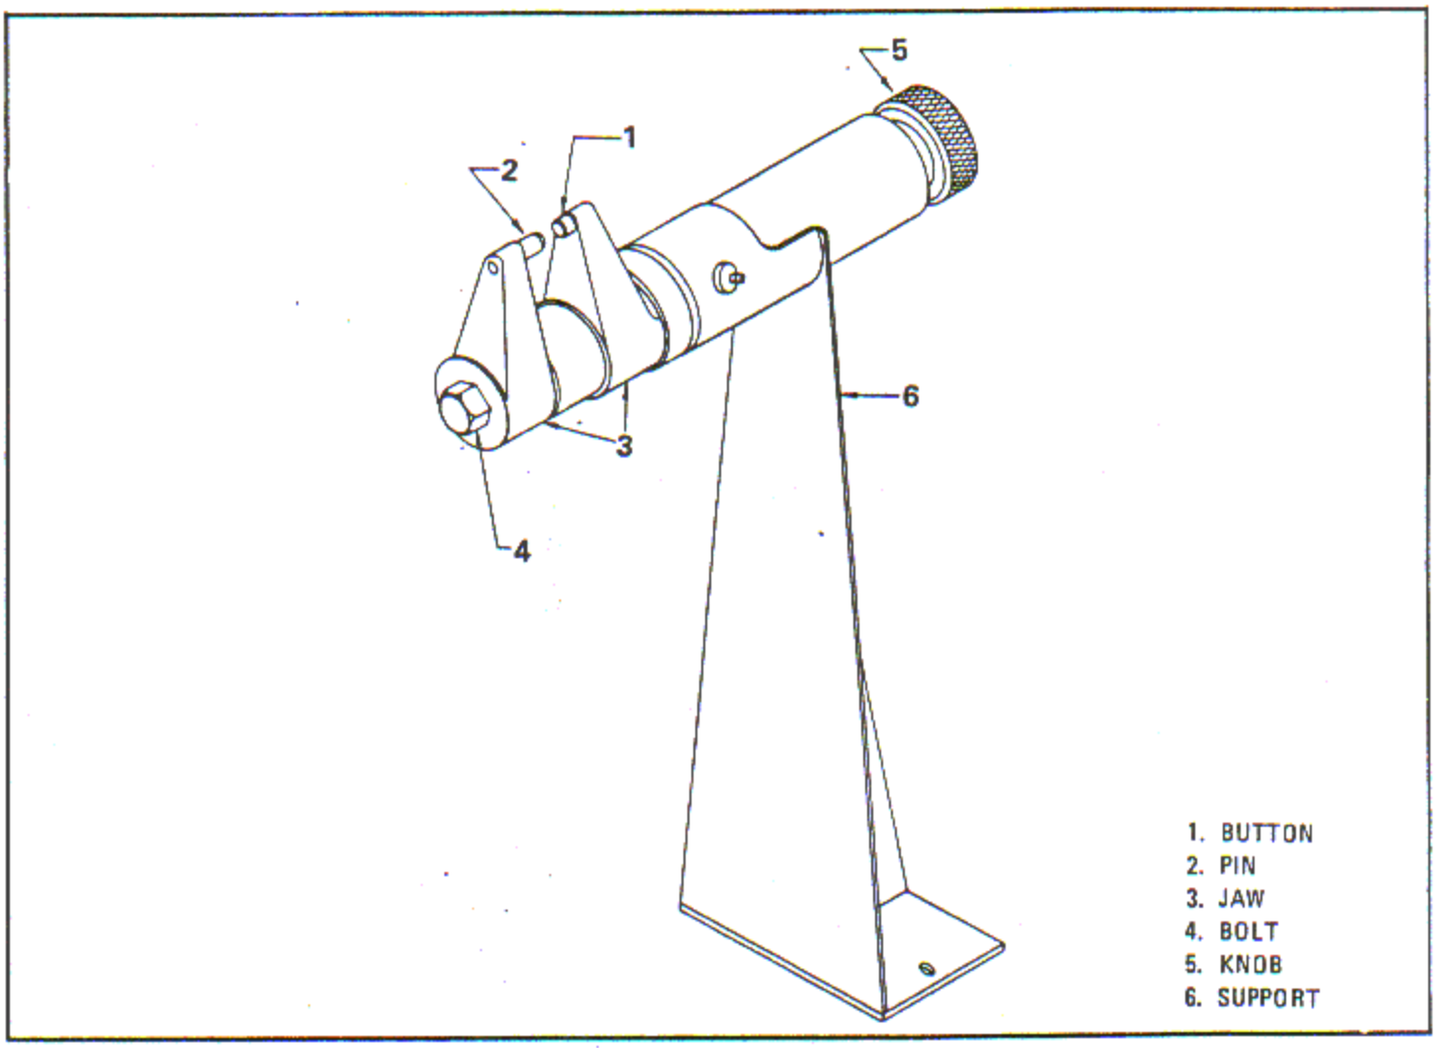

Figure 7-62. Compressor, Impeller Shaft Bearing Support Attaching Screws
a. Place the supercharger front housing on compressor shown in figure 7-62. Position the attaching screw head against the flat button of the compressor jaw.